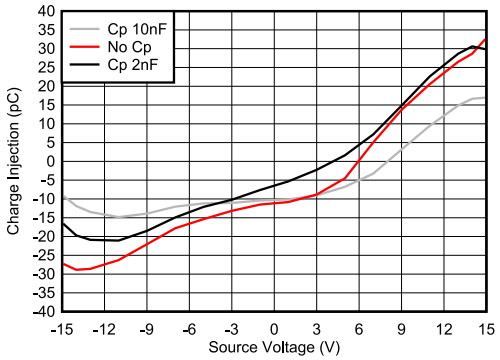

图 9-2. 电荷注入补偿
TMUX620x 包含可减少漏极 (Dx) 电荷注入的专用架构。为了进一步减少敏感应用中的电荷注入，可以在源极 (S) 上添加补偿电容器 (Cp)。这会将开关转换中的过量电荷推入源极 (S) 补偿电容器，而非漏极 (D) 补偿电容器。通常，Cp 应比漏极 (D) 等效负载电容大 20 倍。图 9-2 展示了源极侧不同补偿电容器的电荷注入变化。该图是在 TMUX6219 上捕获的，TMUX6219 属于 TMUX62xx 系列，具有 100pF 负载电容。